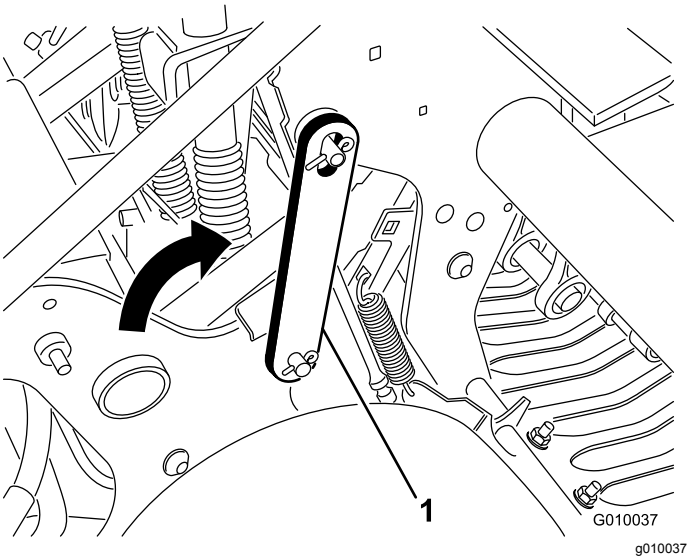

Figur 21
4. Vri servicelåsen bakover og før på luftehodesplinten (Figur 21). Fest låsen med klipsringen.